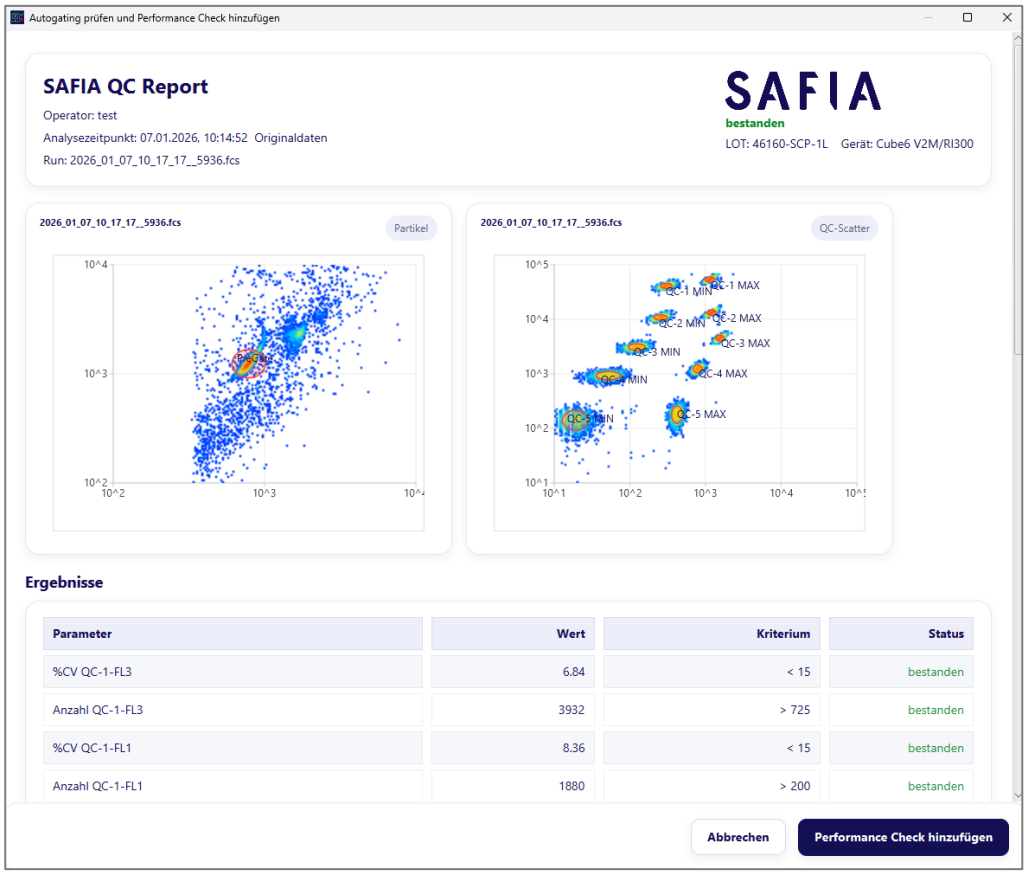

Abbildung 5 Darstellung der .fcs – Daten in *SAFIA Check*
4. Der gespeicherte Performance Check erscheint nun auf der rechten Fensterseite. Das Ergebnis des Performance Checks wird automatisch gespeichert. Auf der linken Fensterseite sind die vorherigen Performance Checks aufgelistet und können aufgerufen werden. Über den Button Scatterplot-Report öffnen, kann das Fenster aus Abbildung 5 erneut geöffnet werden.